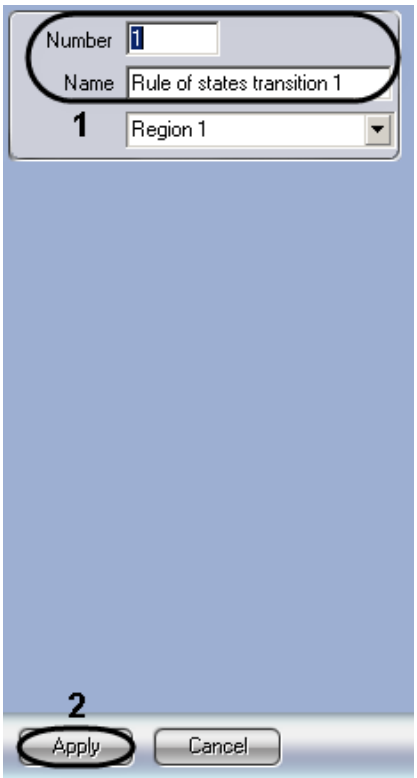

Figure 8.26-6 Number and name of the "Rule of states transition" object
1.2. Type-in the number and name of the object in the corresponding fields (Figure 8.26-6, 1).
1.3. Click the "Apply" button (Figure 8.26-6, 2).